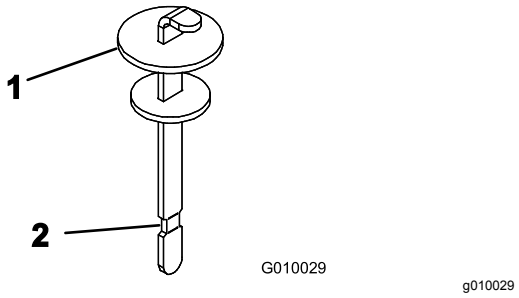

Figur 20
4. Ta ut oljestickan ur påfyllningsröret och torka av den med en ren trasa. För in oljestickan i påfyllningsröret; ta ut den igen och kontrollera oljenivån. Oljenivån ska nå upp till markeringen på oljestickan (Figur 20).